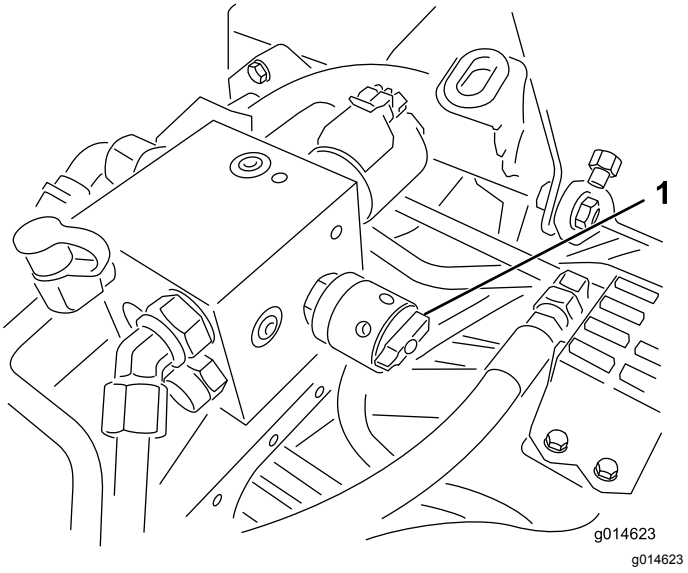

Figur 50
6. Drej hastighedsregulatoren til knivcylindre til indstillingen 1 (Figur 50).